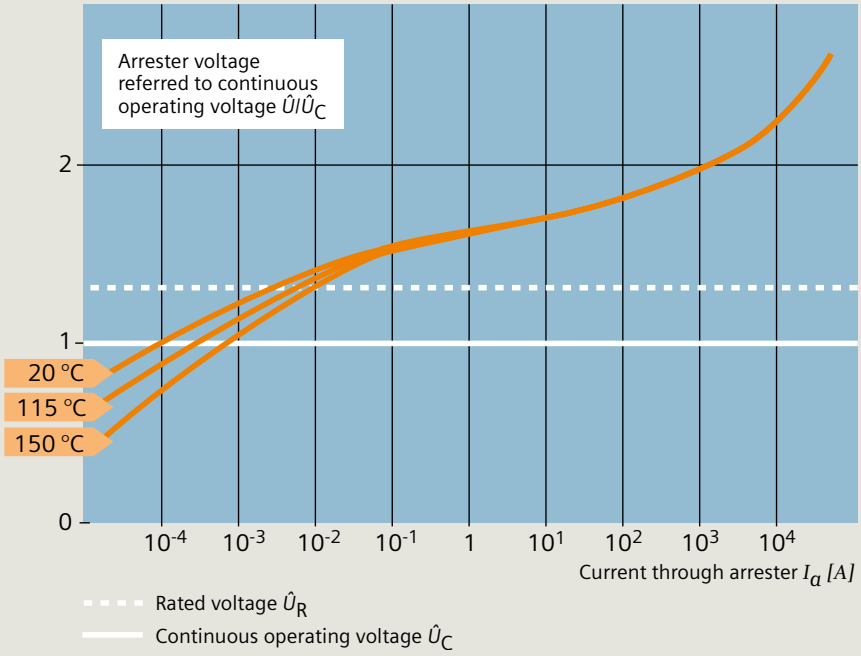

Fig. 4.2-1: Current / voltage characteristics of a non-linear MO arrester
Non-linear resistors made of metal oxide (MO) have proved particularly suitable for this use. The non-linearity of MO resistors is considerably high, which is why MO arresters do not need series gaps (fig. 4.2-1).